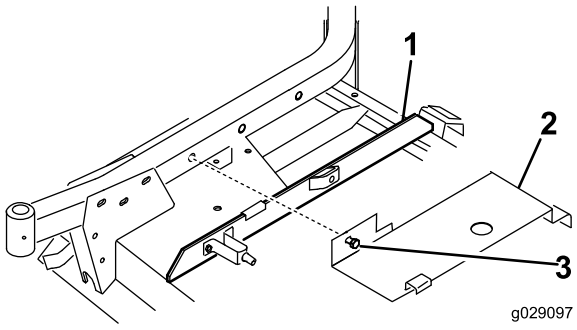

**Figur 24**
1. Indsæt en pyntelistestøbning på højre brostang, så siden af fjederbeslaget er 10 cm fra den yderste kant af pyntelistestøbningen (Figur 24)
2. Sæt den bageste del af skjolddækslet (Figur 24) på den bageste kanaltap, mens du retter dækselmonteringsbolten ind efter hullet i højre styrehjulsarm. Dækslet skal hvile på pyntelistestøbningen. Juster støbningen efter behov.